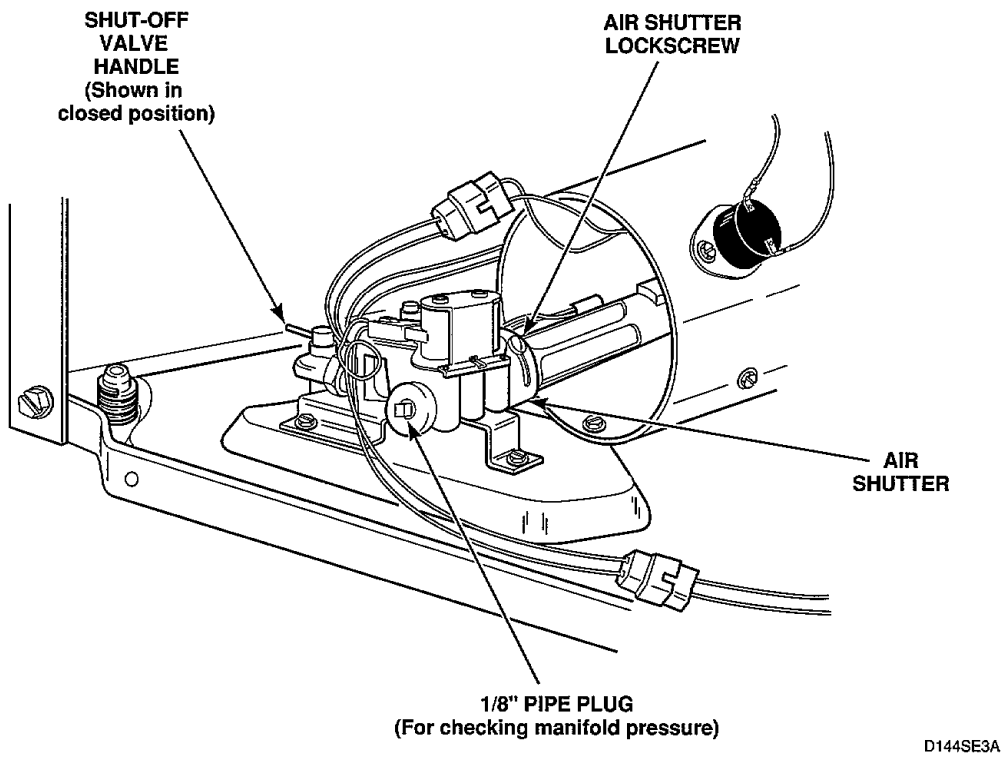

Figure 47
e. Allow the dryer to operate for approximately five minutes, then loosen the air shutter lockscrew, *Figure 47.*
g. After proper flame is obtained, tighten air shutter lockscrew firmly, *Figure 47.*